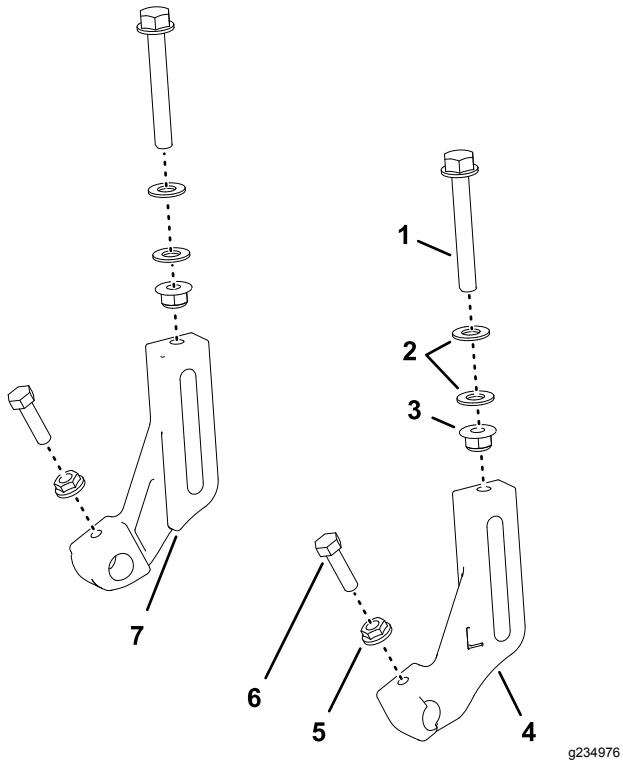

Figuur 5
1. Monteer 2 stelschroeven voor de maaihoogte (⅜" x 2¾"), 4 ringen (5/16"), en 2 flensborgmoeren (⅜"); zie Figuur 5.
2. Draai de stelschroef voor de maaihoogte losjes in de linker en rechter maaihoogtebeugel voor hoge maaistand (Figuur 5).
3. Monteer losjes een bout (5/16" x 1-1/8") en gekartelde flensmoer (5/16 inch) op elke rolsteun van de maaihoogtebeugels voor hoge maaistand (Figuur 5).